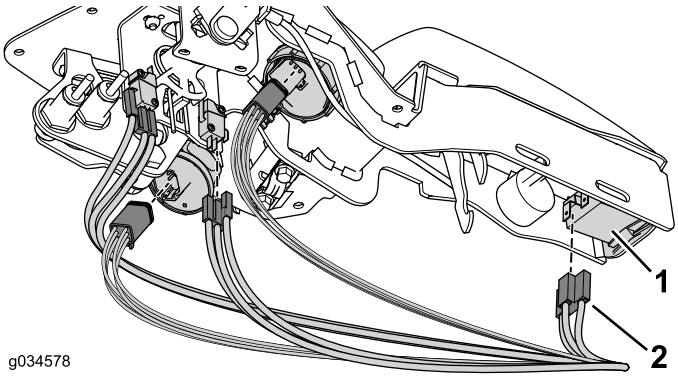

**Figura 30**
5. Ligue a cablagem às ligações adequadas (Figura 30).